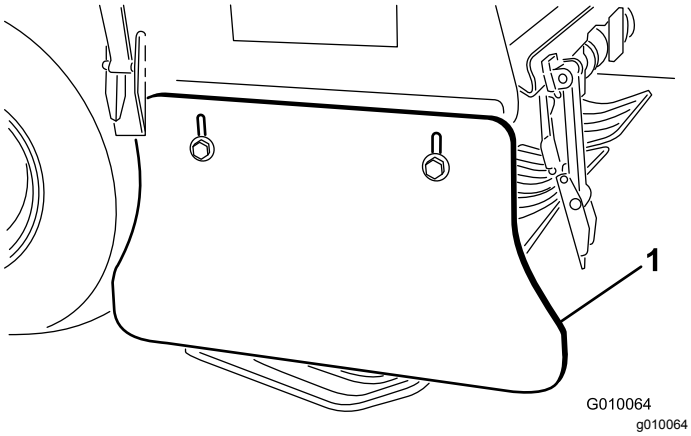

Figur 63
2. Løsne boltene og mutterne som fester sidebeskyttelsen til rammen (Figur 63).